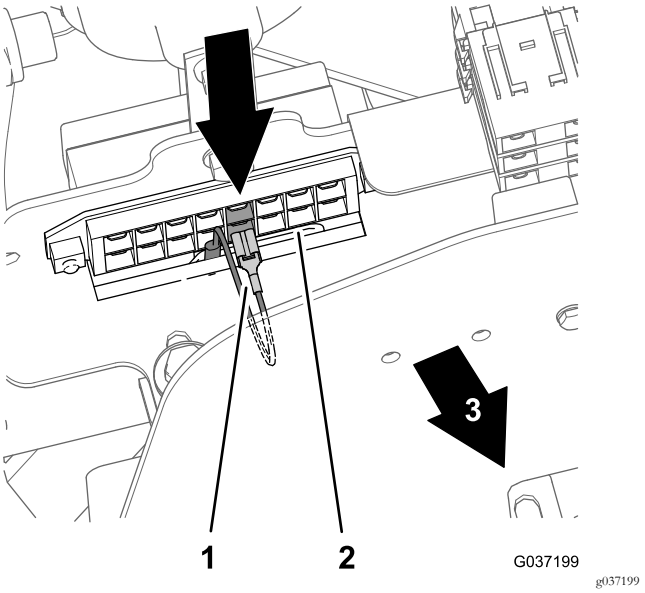

Figuur 34
- Model 30651 – 5e zekeringlocatie van links (Figuur 34)